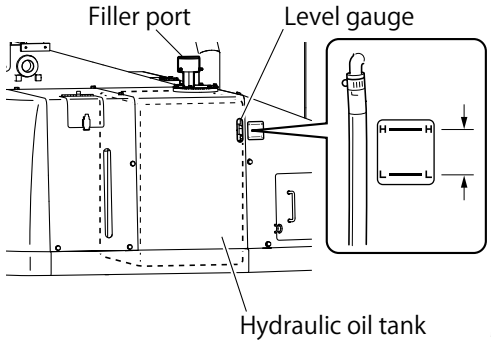

Fig. 7–2
- Daily checks from the oil level gauge (Fig. 7–2) can confirm the change of the hydraulic oil level that might show the hydraulic system problems.